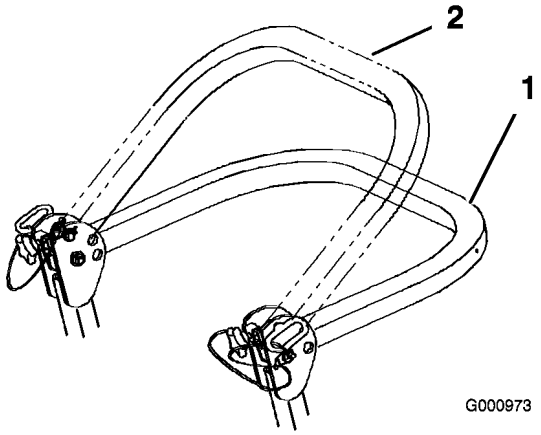

Figur 6
3. Senk veltebøylen til nedre stilling. Det finnes to nedre stillinger. Se Figur 6 for plasseringene.